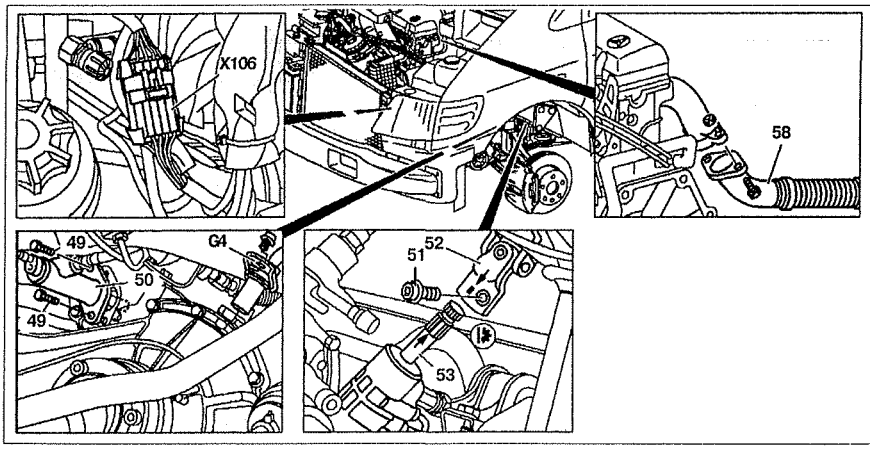

Рис. 4.6. Снятие двигателя:
25. Отсоедините разъем **X106** от АКПП (см.рис.4.6).